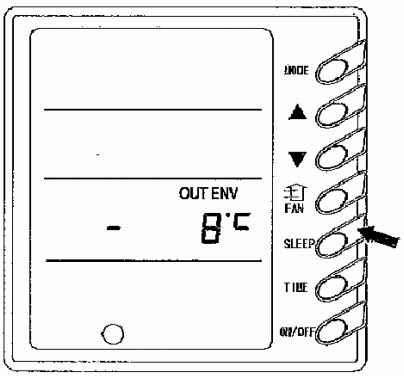

Abb. 10
9) Außentemperatur anzeigen (Abb. 10) (fehlt bei einigen Geräten)